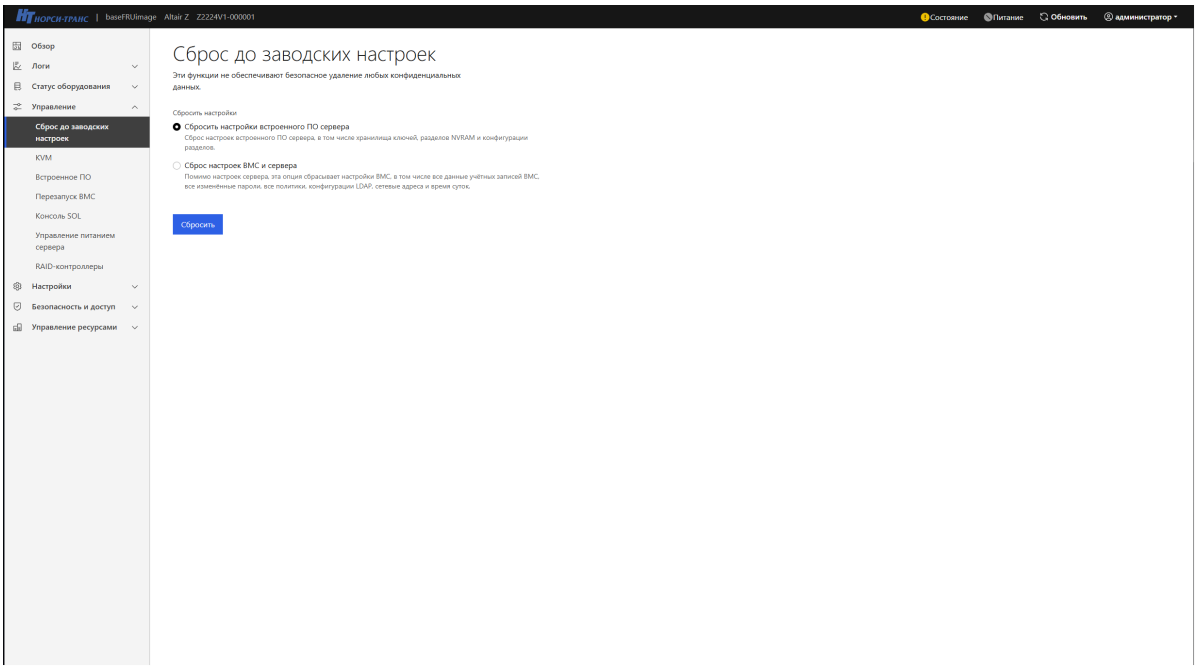

Рис. 80. Окно «Сброс до заводских настроек»
2) Пройдите во вкладку «Управление» → «Сброс до заводских настроек» в данной вкладке осуществляется сброс настроек сервера до заводского состояния. В поле «Сбросить настройки» выберите сброс тех настроек которые вы хотите произвести (сброс настроек встроенного ПО сервера либо сброс настроек BMC и сервера) и нажмите кнопку «Сбросить». Окно показано на рис. 80 Окно «Сброс до заводских настроек»